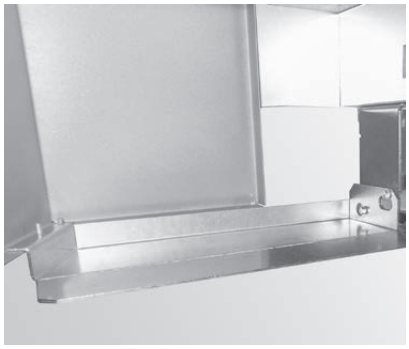

Fig. 76 Agganciare solo la base per il cassetto raccoglicenere
- ▶ Agganciare solo la base per il cassetto raccoglicenere sotto la stiva e piegare la parte anteriore verso il basso fino a toccare il pavimento – Fig. 76.